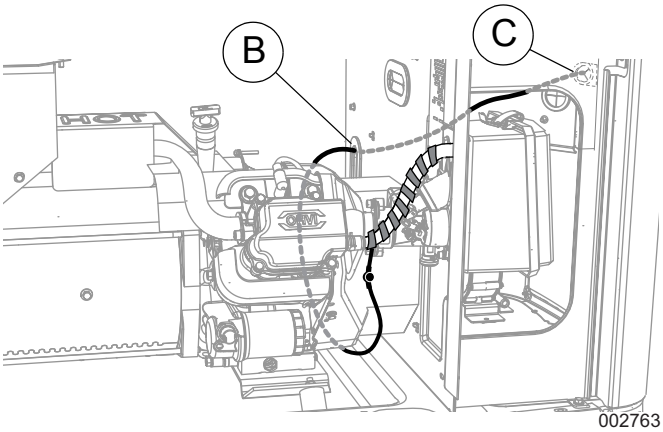

Рисунок 5. Подвод проводов к клиентскому соединению (9 кВт)
3. См. *Рисунок 5*. Протяните подводящие провода через изолирующую втулку жгута (B) в разделительной панели двигателя, а затем через изолирующую втулку панели клиентских соединений (C). Зафиксируйте все провода с помощью пластиковых стяжек на расстоянии как минимум 1 см (0,5 дюйма) от топливных шлангов.